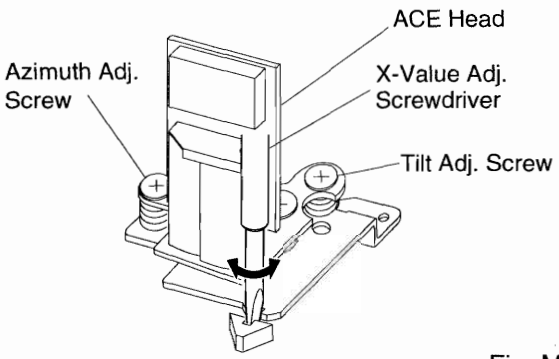

Fig. M6
4. If creasing or snaking is apparent, adjust the Tilt Adj. Screw of the ACE Head. (Fig. M6)
4. Use the X-Value Adj. Screwdriver so that the PB FM signal at TP301 (C-PB) is maximum. (Fig. M6)
3. Adjust Azimuth Adj. Screw so that the output level on the AC Voltmeter or the waveform on the oscilloscope is at maximum. (Fig. M6)